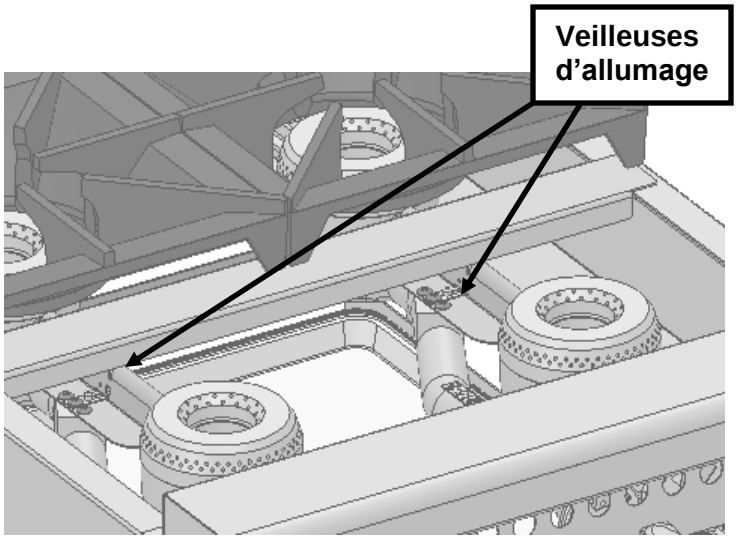

Fig. 5
1. Voir Fig. 5. Fermez le robinet d'arrêt principal et tous les boutons de commande et attendez 5 minutes pour permettre à tout gaz accumulé de s'échapper.